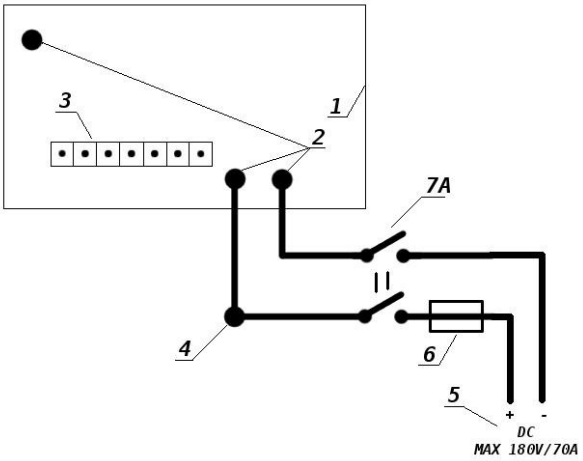
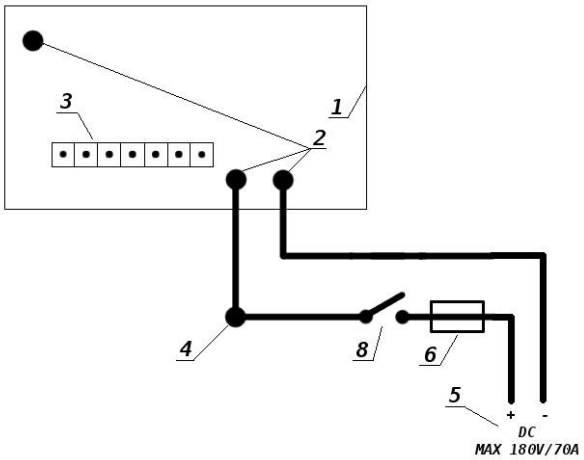
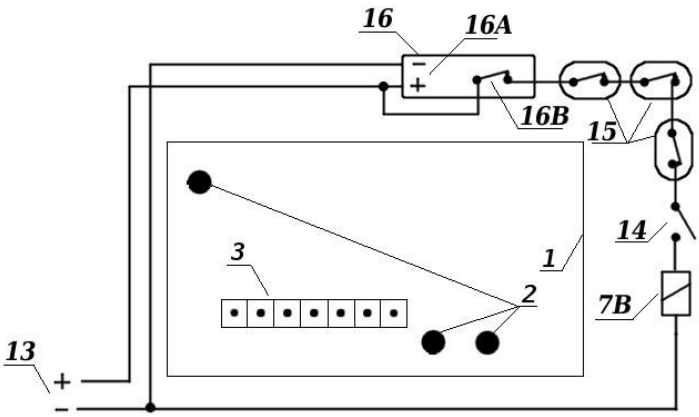

Rys. 4: Podłączenie zasilania z elektrowni. Wersja zalecana ze względów bezpieczeństwa.
Rys. 5: Podłączenie zasilania z elektrowni. Wersja uproszczona. Mniej bezpieczna.
Rys. 9: Podłączenie elementów zabezpieczających
Na rys. 4 pokazano najbezpieczniejsze i jedyne zalecane rozwiązanie podłączenia zasilania z elektrowni. W tym rozwiązaniu zasilanie z elektrowni (5) zostaje wprowadzone do sterownika. W pierwszej kolejności biegun dodatni zasilania trafia na bezpiecznik (6). Bezpiecznik należy dopasować do elektrowni i jej maksymalnego prądu. Dalej znajduje się styk stycznika głównego (7A). Cewka stycznika i jej podłączenie zostanie omówiona w dalszej kolejności. Dopiero po bezpieczniku i stykach stycznika przewody zasilające trafiają do sterownika. Ważnym elementem jest też łącznik przewodów (4). Jest to element, który powinien znaleźć się poza sterownikiem. Tam należy połączyć wszystkie niezbędne przewody, które korzystają z bieguna dodatniego zasilania.
Rys. 5 pokazuje mniej bezpieczne podłączenie, w którym zamiast stycznika do rozłączania zasilania zastosowano zwykły wyłącznik (8). Jest to rozwiązanie możliwe, ale mniej bezpieczne, ponieważ nie będzie możliwości zastosowania żadnych innych zabezpieczeń, które mogłyby automatycznie wyłączyć zasilanie w razie wykrycia problemu. W takim przypadku należy zastosować szczególne środki ostrożności podczas montażu na wypadek np. pożaru instalacji (nie tylko zapaleniu może ulec sterownik RGPWM, może zapaleniu ulec także źle zaprojektowana instalacja, przewody, może pojawić się ogień z powodu wyładowań atmosferycznych itp.).
7B – cewka stycznika (patrz rys. 4)
Jak dodać wyżej wymienione czujniki do instalacji prezentuje rys. 9. Rysunek ten jest kontynuacją rozwiązań z rys. 4. Tylko w ten sposób możliwe jest użycie zabezpieczeń, bo właśnie tam zastosowano stycznik do załączania głównego obwodu zasilania. W przyp. rys. 5 obecny schemat nie ma zastosowania, ponieważ zasilanie nie jest włączane przez stycznik, tylko ręcznie. Dlatego rys. 5 pokazuje mniej bezpieczne rozwiązania. Zdecydowanie zaleca się stosować podłączenie z rys. 4, bo wraz z dodatkowymi elementami opisanymi na rys. 9 wzrasta gwarancja bezpieczeństwa.